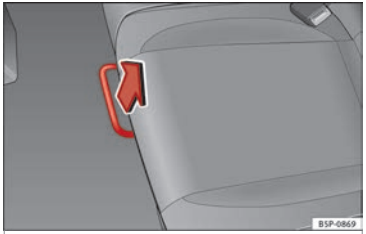

Fig. 79 Unlock bar on rear seat
– In the seated position, unlock the lever in the direction of the arrow ››› **Fig. 79**.